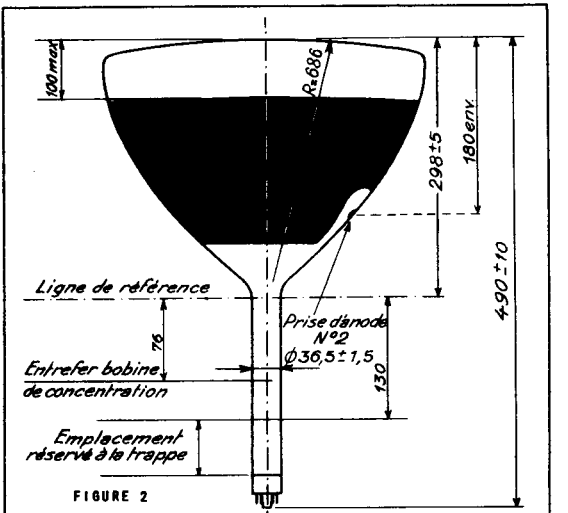

FIGURE 2
Diagonale de l'écran *(voir figure 2)*	350 mm
L'anode N° 2 est reliée à un bouton placé sur le ballon qui se trouve dans le plan méridien passant par les broches 6 et 12 (à ± 15° près) et du côté de la broche 6 *(voir figure 2)*
Encombrement *(voir figure 2)*	R.74-DC.1
Diagonale de l'écran *(voir figure 2)*	425 mm.
L'anode N° 2 est reliée à un bouton, placé sur le ballon, qui se trouve dans le plan méridien passant par les broches 6 et 12 (à ±30° près) et du côté de la broche 6 (voir figure 2).
- FIGURE 2 -